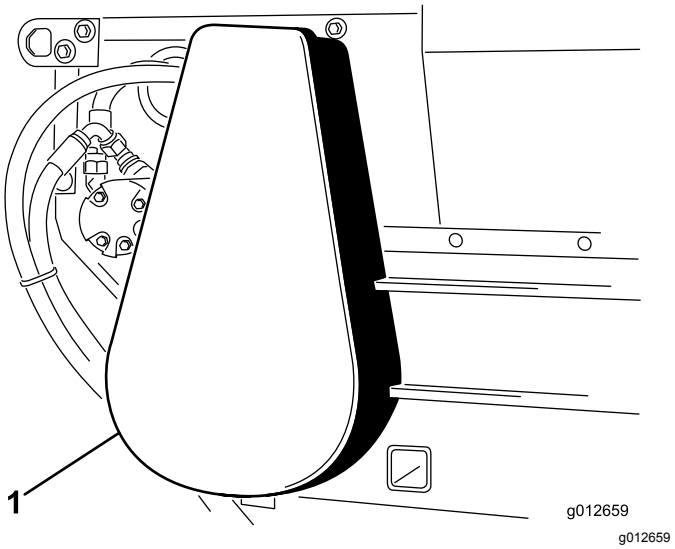

Figure 39
3. Install the chain cover (Figure 39).